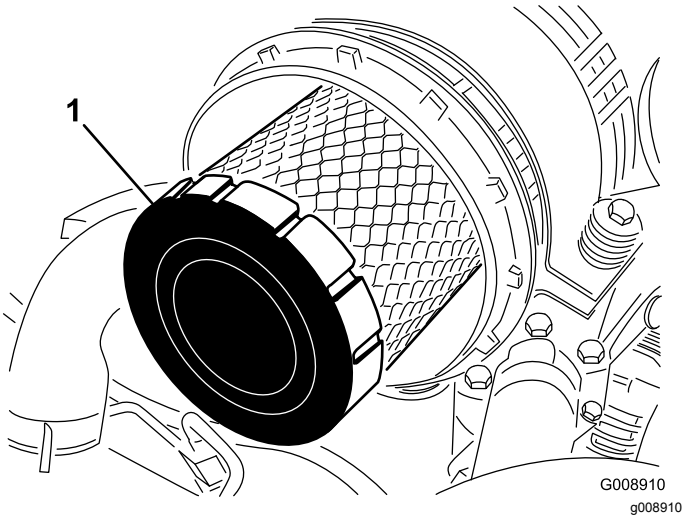

Figur 62
4. Ta ut og skift det primære filteret (Figur 62).